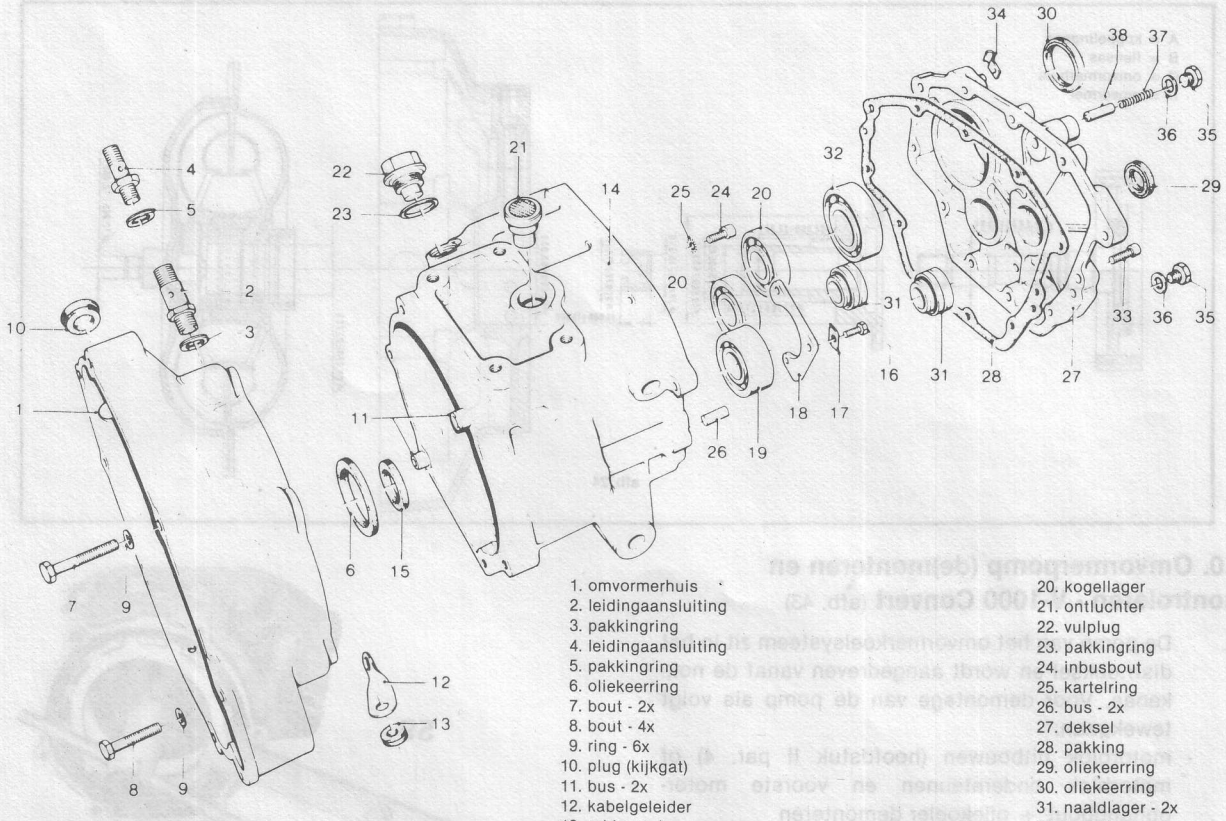

afb. 23 - versnellingsbakhuis - V-1000 Convert
a. Om bij de koppeling te komen moet eerst het omvormerhuis, kompl. met flensas en kopp.as van de versn.bak gescheiden worden: banjobout onde- op omvormerhuis losdraaien, leiding verwijderen, 6 bev.bouten (7 + 8 in afb. 23) losschroeven en huis lostrekken, evt. mbv een rubber hamer los- tikken
- plug, veer + plunjer bovenin deksel (35 t/m 38 in afb. 23)